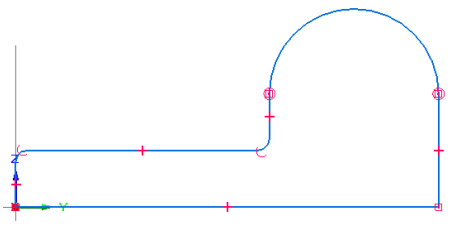

***Figure 2-46*** *Fillets created in the model*
4. Similarly, move the cursor over the corner where the upper horizontal line intersects the vertical line originating from the left endpoint of the arc. Now, click to select this corner; a fillet is created at this corner. Figure 2-46 shows the fillets created in the model.